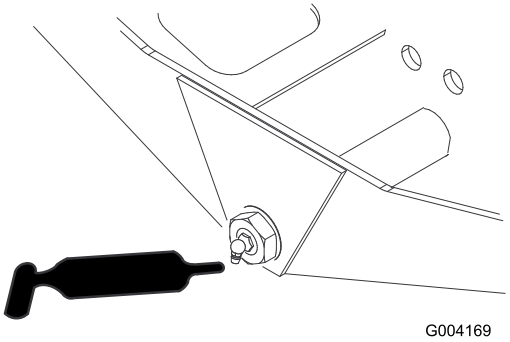

Figuur 49
- Draaipunt van asbesturing (1) (Figuur 49)